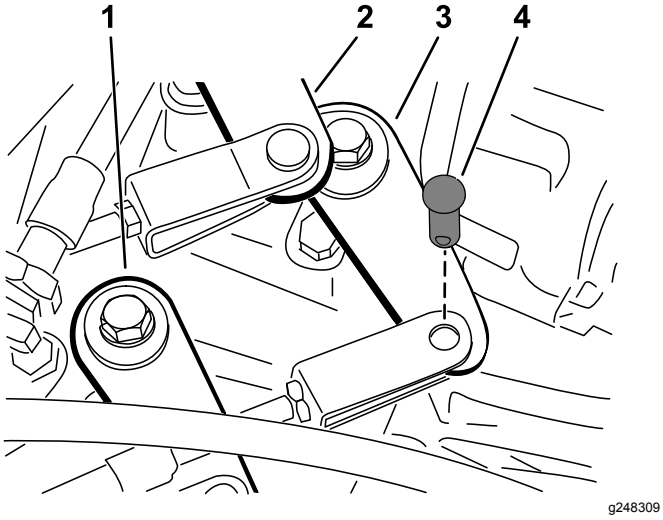

Bild 44
2. Nehmen Sie die Lastösenbolzen ab, mit denen die Schaltzüge an den Getriebeschalthebeln befestigt sind (Bild 44).
1. Nehmen Sie den Lastösenbolzen ab, mit dem der Zug (schneller/langsamer Gang) am Getriebe befestigt ist (Bild 44).